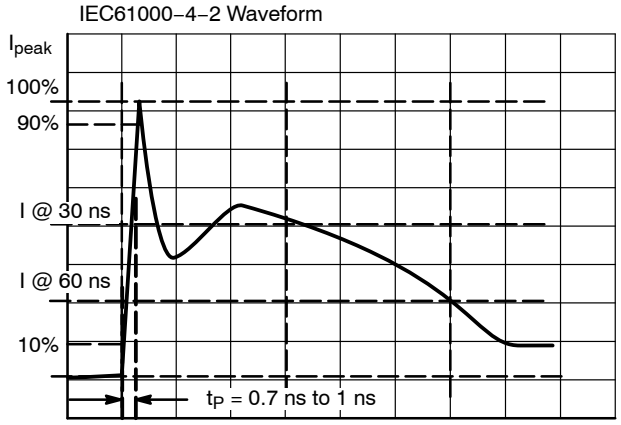

Figure 7. IEC61000−4−2 Spec
1. For test procedure see Figures 7 and 8 and application note AND8307/D.